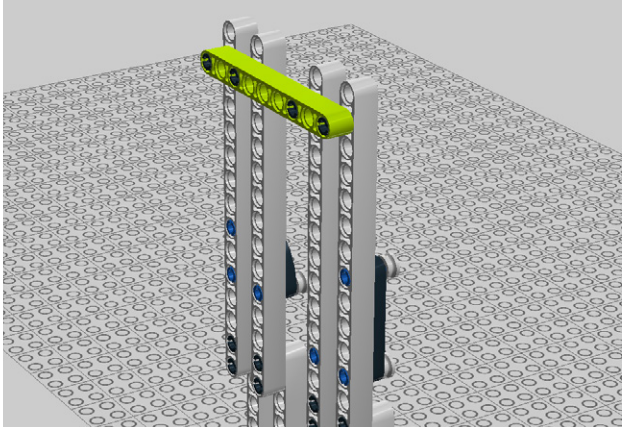

Figure 5-56. *Step 49: Adding a beam*
49. Add a beam for a little more stability as shown in Figure 5-56.